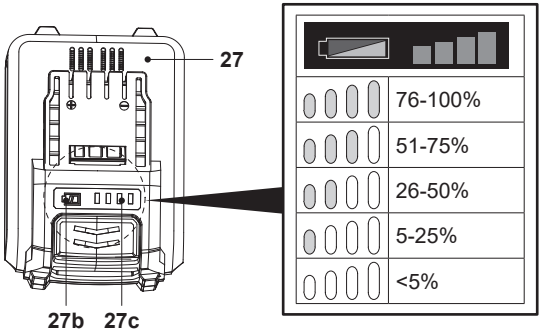

Fig. 9
Acumulatorul (27) este echipat cu indicatoare de capacitate (27c) pentru a vedea care este nivelul de încărcare rămas. Apasă pe butonul de capacitate a acumulatorului (27b) pentru a verifica nivelul (fig. 9). Ledurile vor rămâne aprinse circa 3 secunde.